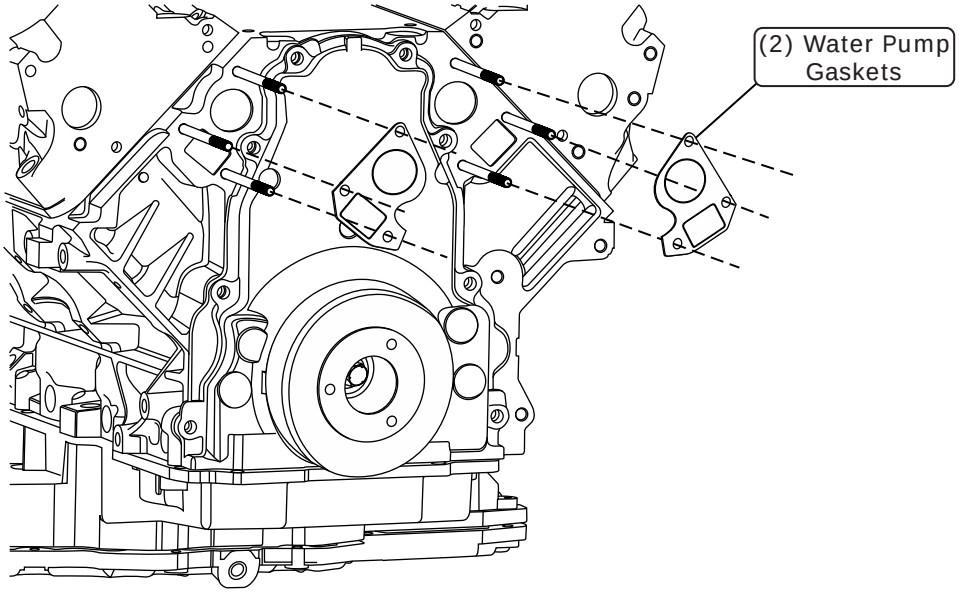

**Figure 2**
3. Install the water pump gaskets over the studs as shown in Figure 2, Page 7. **NOTE: The 8mm-1.25 x 130mm studs should protrude approximately 4.28" from the face of the block.**